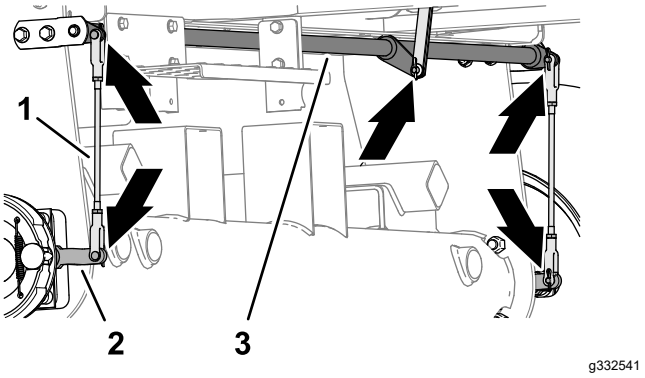

**Figure 71**
1. Vérifiez l'état et l'usure des tiges de frein gauche et droite (Figure 71).
2. Vérifiez l'état et l'usure de l'axe de pivot de frein (Figure 71).